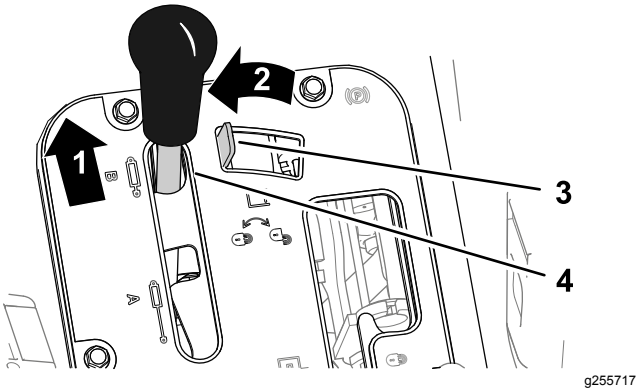

Figur 36
1. Skjut den hydrauliska lyftspaken framåt (Figur 36).
2. För det hydrauliska lyftlåset åt vänster för att koppla in låset (Figur 36).